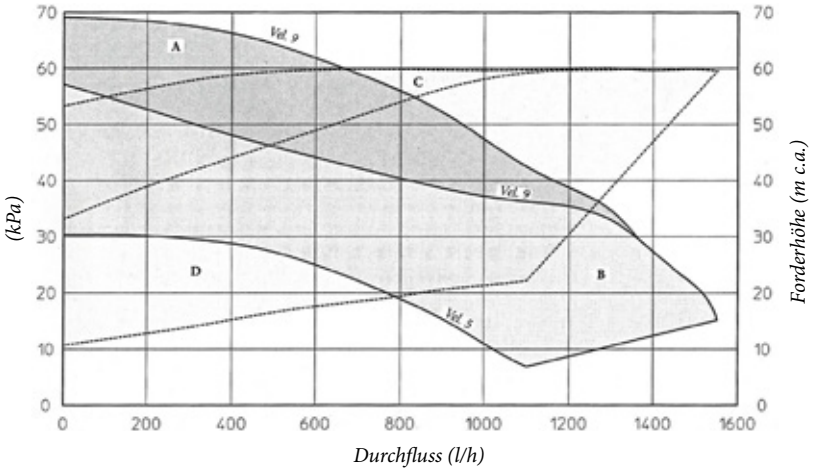

*Abb. 1-29*
**Bypassventil einstellen (Abb. 1-30)**. Bei Bedarf kann das Bypassventil entsprechend den Systemanforderungen zwischen der Minimal- (Ventil herausgenommen) und der Maximalstellung (Ventil eingesetzt) reguliert werden. Diese Stellungen sind in der Grafik dargestellt (Abb. 1-29). Die Einstellung mit einem Schlitzschraubendreher vornehmen: Im Uhrzeigersinn wird das Bypassventil eingesetzt, gegen den Uhrzeigersinn wird es herausgenommen.